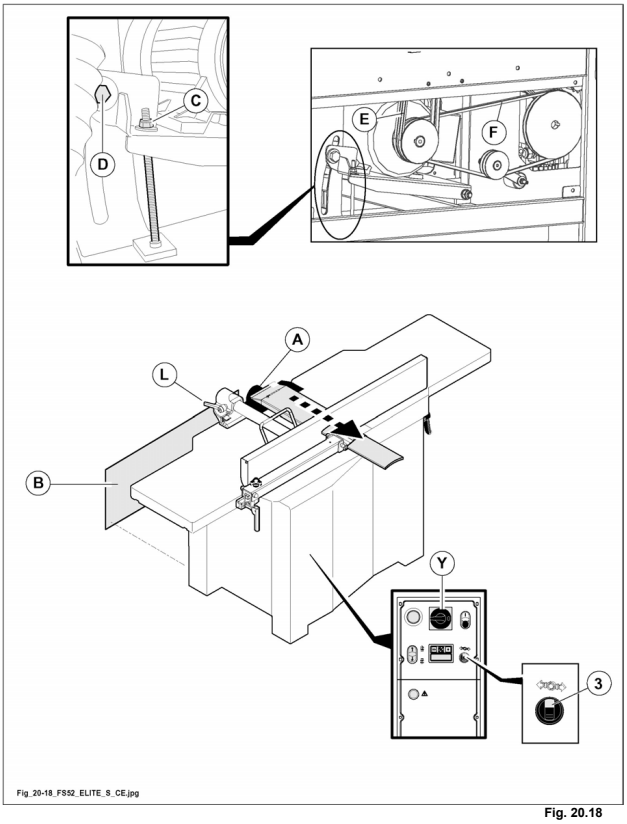

Fig. 20.18
l'interruttore generale (Y fig. 20.18) sia ruotato in posizione I (ON).
Sbloccare il freno motore ruotando il selettore (3 fig. 20.18) su ; freno motore sbloccato lampada spia accesa.
allentare la maniglia (L fig. 20.18) e spostare la guida filo tutta avanti; riserrare la maniglia (L fig. 20.18).
1) Togliere le protezioni (A , B fig. 20.18).
2) Allentare la vite (D fig. 20.18).
3) Allentare il dado (C fig. 20.18).
Togliere le cinghie (E fig. 20.18) per il motore pialla e se necessario la cinghia (F fig. 20.18) che aziona il dispositivo di avanzamento.
7) Rimontare le protezioni (A , B fig. 20.18).
bloccare il freno motore ruotando il selettore (3 fig. 20.18) su ; freno motore bloccato lampada spia spenta.
per togliere la protezione (B fig. 20.18), in presenza dell' (OPT) cavatrice, è necessario spostare questa tutta verso l'alto.